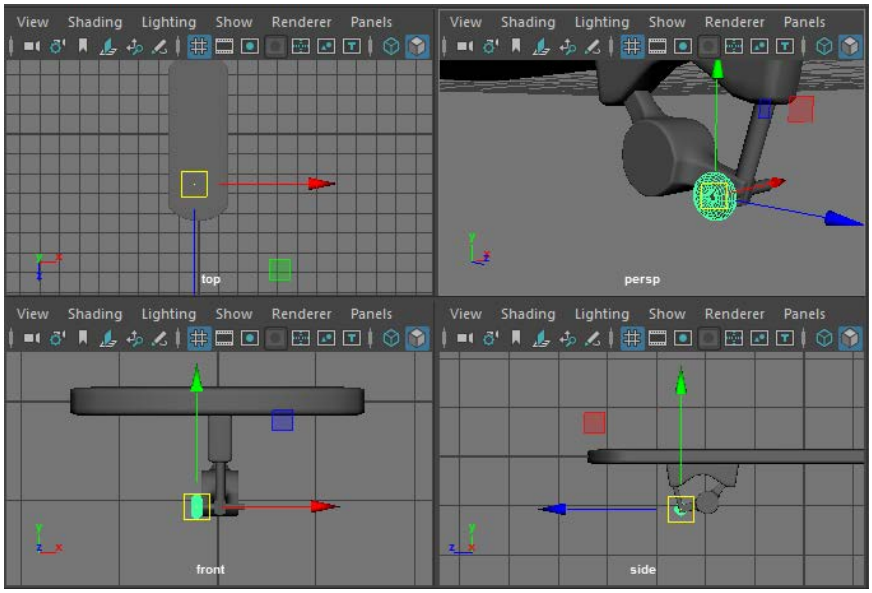

Figure 2-95 *The wheel aligned with bolt1 in all viewports*
5. Scale and align *wheel* with *bolt1* in all viewports using the **Move Tool** from the Tool Box, as shown in Figure 2-95.